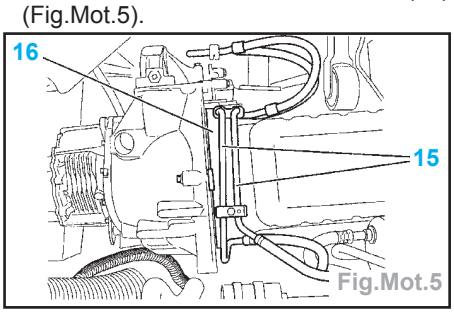

Fig.Mot.5
- Débrider et écarter les tuyaux de direction assistée attenants au moteur (15) (Fig.Mot.5).